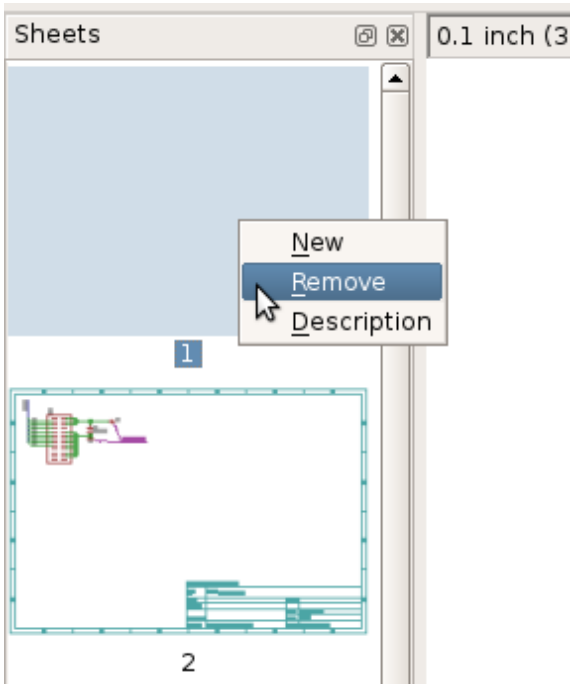

Figure 17: remove first sheet
4) Cleaning up: Remove the empty default sheet #1 by right click on it (Figure 17).[1]